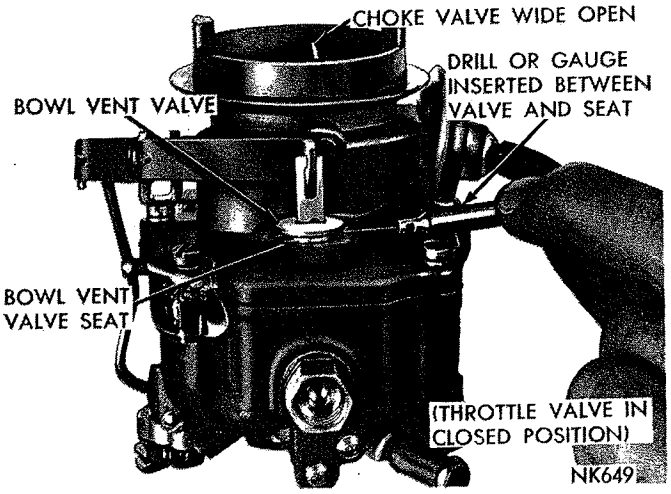

***Fig. 13—Checking Bowl Vent Opening***
(2) Be sure pump operating rod is in medium stroke hole in the throttle lever, and that bowl vent clip on the pump stem is in the center notch.
(3) Close throttle valves tightly. It should be just possible to insert a 1/16 inch drill (.060) between the bowl vent and air horn, as shown in (Fig. 13).